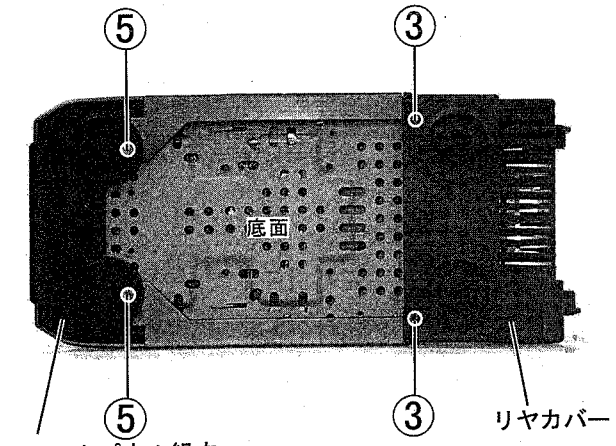

図3
2. 本体の左右にあるオーナメントパネルを取り付けている④のネジ２本を外す。
3. 本体底面でサイドパネルを止めている⑤のネジ２本を外す。 (図3参照)